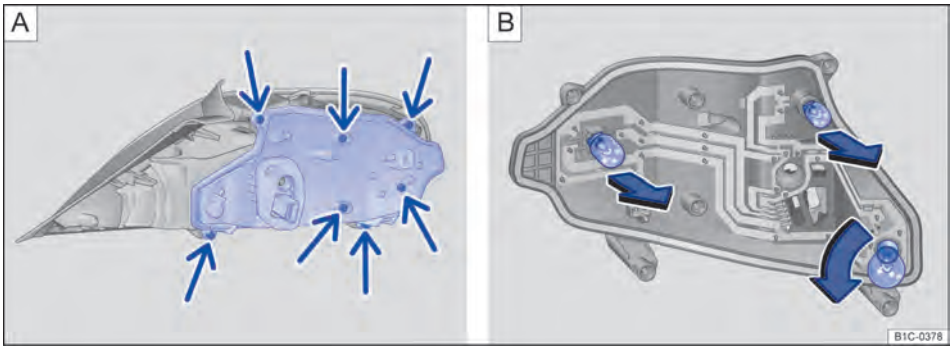

Fig. 194 A: desinstalar o suporte das lâmpadas. B: lâmpadas incandescentes no suporte das lâmpadas.
8.	Desaparafusar os parafusos de fixação ⇒ Fig. 194 **A** (setas) com a chave de fenda das ferramentas de bordo ⇒ Página 303.
10.	Substituir a lâmpada incandescente queimada por uma lâmpada incandescente nova do mesmo modelo ⇒ Fig. 194 **B**.
11.	Montar o suporte das lâmpadas na lanterna traseira. Apertar os parafusos de fixação ⇒ Fig. 194 **A** com a chave de fenda.